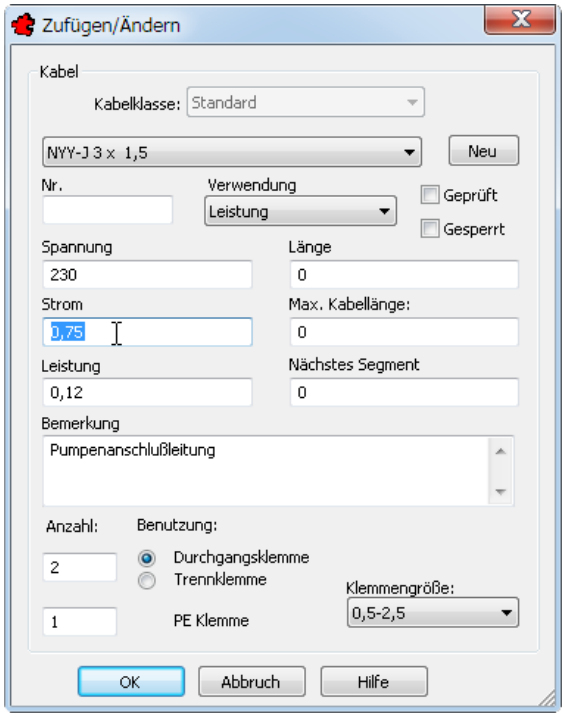

Bild 29.23 – Die Dialogbox *Zufügen/Ändern* für Kabel
- Mit der Schaltfläche *Bearbeiten* öffnen Sie das gewählte Kabel in der Dialogbox *Zufügen/Ändern* für Kabel, in der Sie sämtliche Parameter des Kabels einstellen können (Abb. 29.23).